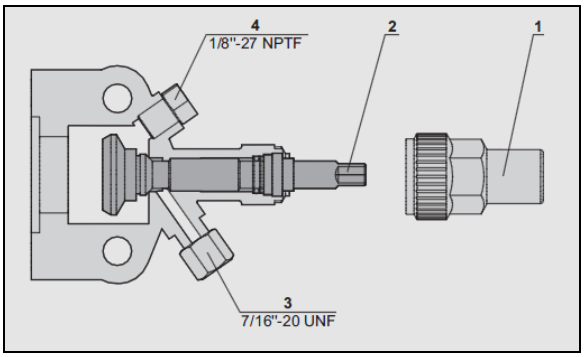

**FIGURE 95: COMPRESSOR SHUT-OFF VALVE BACKSEATED POSITION (NORMAL OPERATING POSITION)**
4. Backseat the compressor suction shutoff valve (FIGURE 95).
13. Shut down engine and backseat suction and discharge shutoff valves (FIGURE 95).
2. Backseat (stem out) the two compressor shutoff valves (FIGURE 95).
3. Install A/C pressure gauges at the compressor shutoff valves service ports (item 4, FIGURE 95).